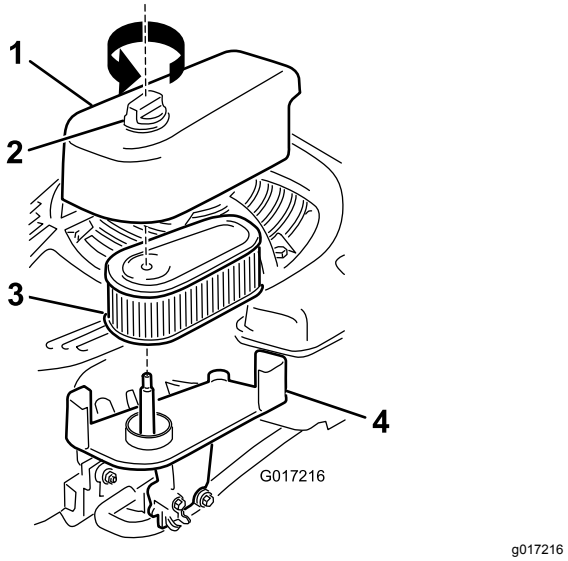

Figuur 31
1. Zet de bevestiging los en verwijder het deksel van het luchtfilter (Figuur 31).